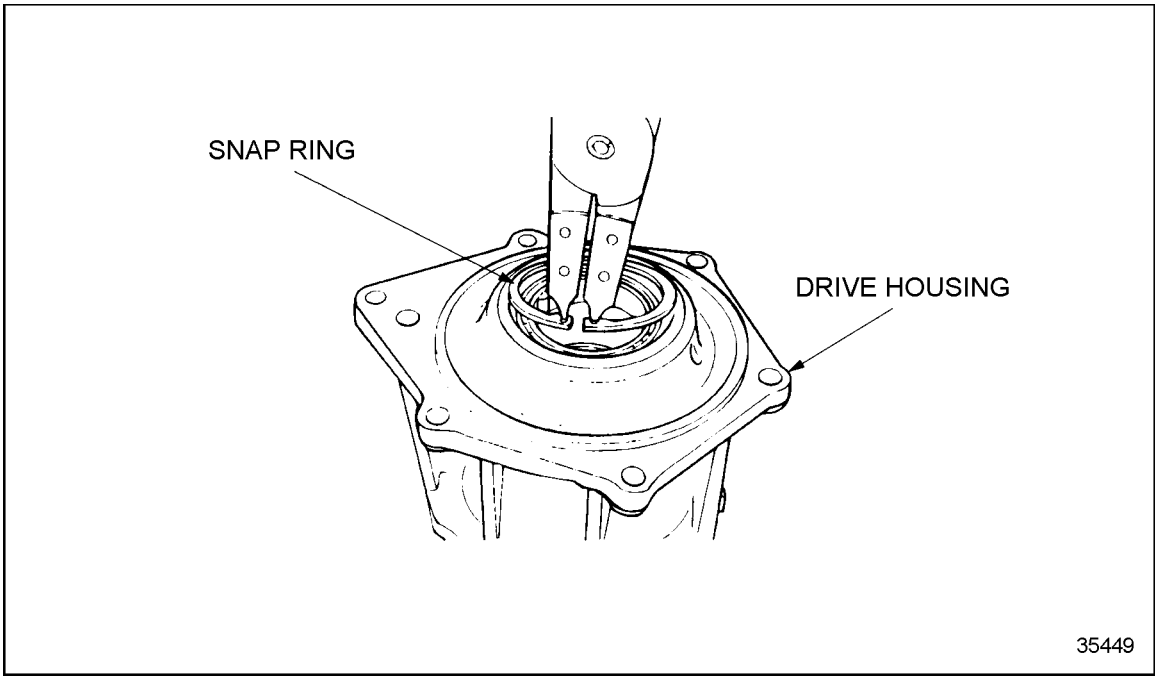

Figure 10-31 Snap Ring Installation
8. Install the snap ring retaining the ball bearing in the housing using snap ring pliers. See Figure 10-31.